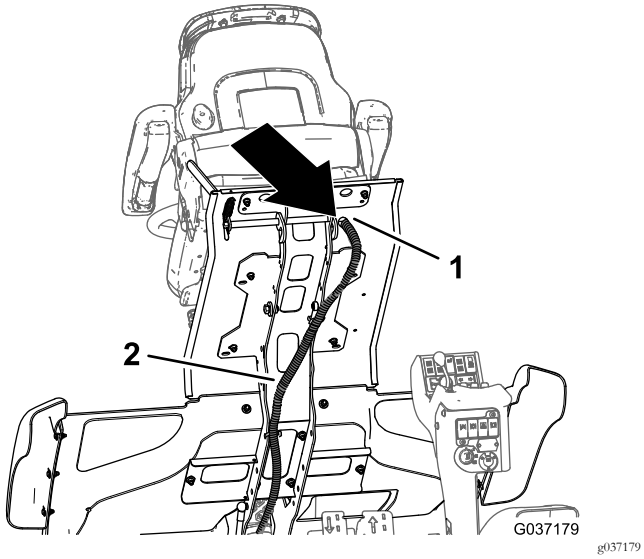

Figur 29
1. Dra maskinkablaget som du kopplade bort i steg 1 av 2 Ta bort sätet (sida 4) genom hålet i förarplattformen (Figur 29).
4. Dra kontakten med två uttag (svarta och röda kablar) för satskablaget på 400 cm under plattformen och genom hålet i plattformen bakom sätet. Se Figur 29.